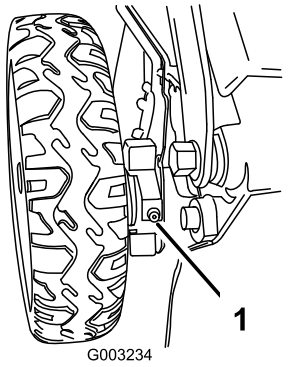

Figur 37
1. Tørk av smørefettet på innsiden av bakhjulene med en ren klut (Figur 37).